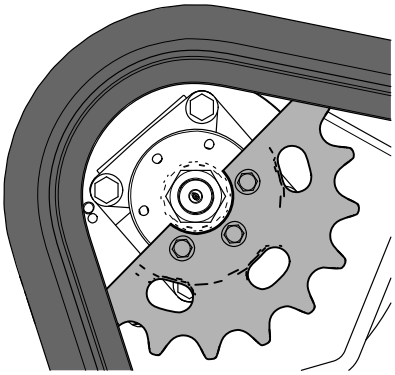

Рисунок 63
11. Перемещайте рычаг управления тягой вперед до тех пор, пока другая половина ведущего колеса не выйдет из зацепления с гусеницей (Рисунок 63).